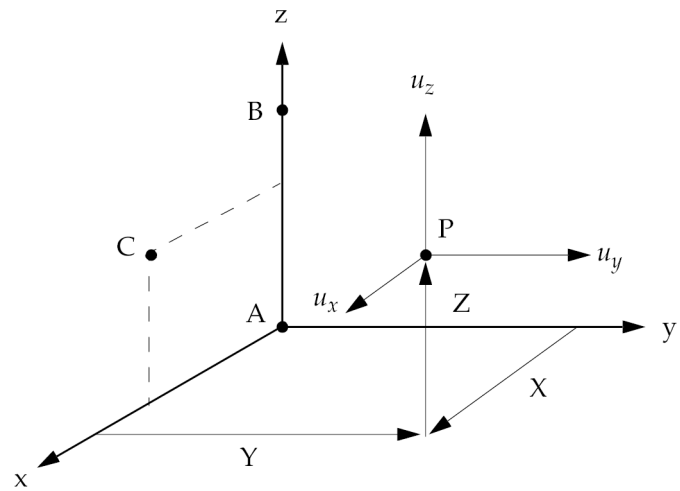

Figure 12-6. CORD2R Definition
5. The location of a grid point (P in the Figure 12-6) in this coordinate system is given by (X, Y, Z).